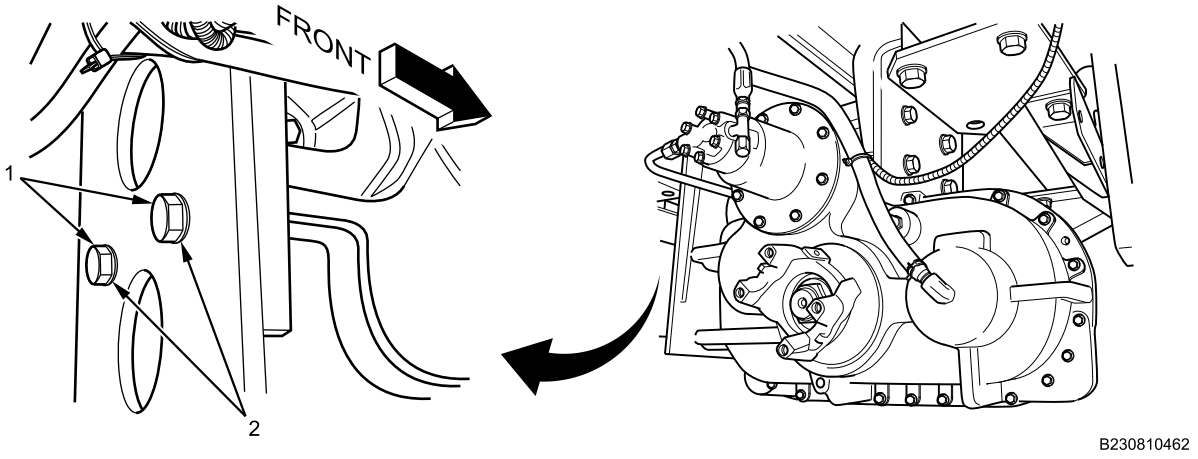

Figure 10. Left Side of Transfer Case Mounting.
3. Install four mounting bolts (Figure 10, Item 1) and new lockwashers (Figure 10, Item 2) on left side transfer case bracket. Two bolts and lockwashers not shown.